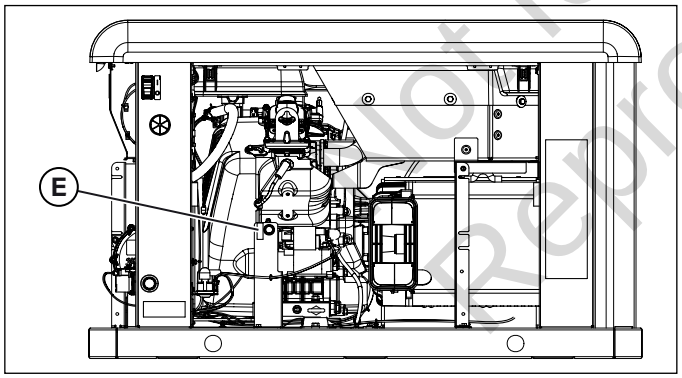

Figura 13
10. Encuentre el interruptor selector de combustible (**E**) en el compartimiento del motor. Consulte la Figura 13.